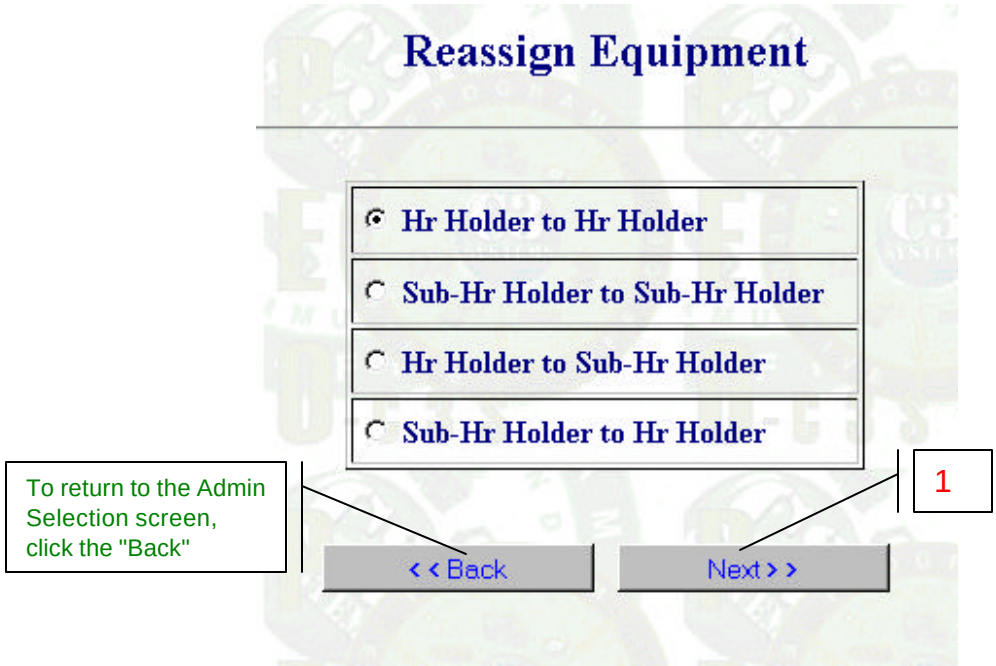

Figure 3-18. Reassign Selection Screen (ReassignSel.asp).
b. Click the Next >> button (1, Figure 3-3), and the Reassign Selection screen (Figure 3-18) will appear.
c. Click in the Hr Holder to Hr Holder circle (Figure 3-18).